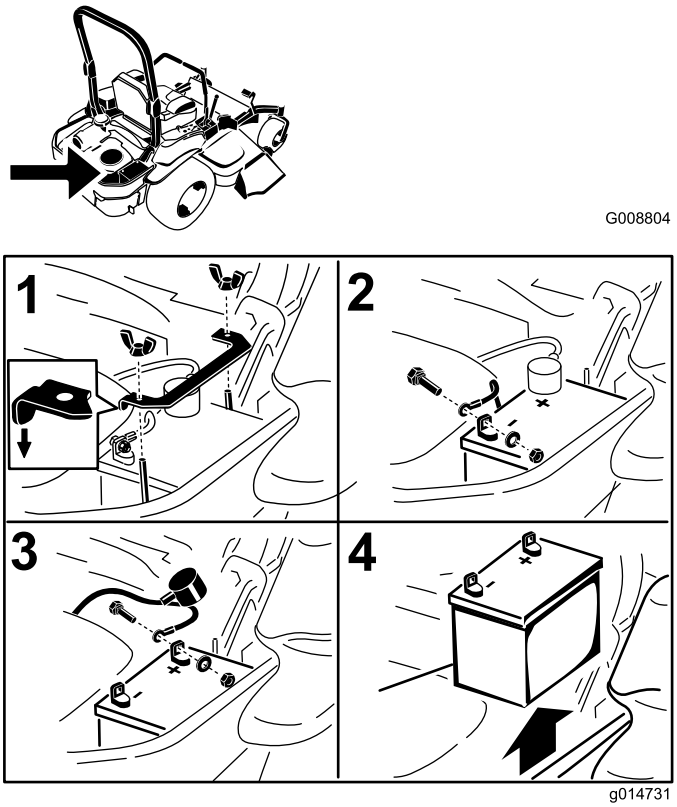

Figuur 53
3. Koppel eerst de minkabel (zwart) los van de minpool (-) op de accu (Figuur 53).
4. Schuif het rode stofkapje van de (rode) pluspool van de accu en verwijder de (rode) pluskabel (+) (Figuur 53).
5. Verwijder de vleugelmoeren waarmee de accuklem is bevestigd (Figuur 53).
6. Verwijder de klem (Figuur 53).
1. Plaats de accu in een bak met de accupolen van de hydraulische tank af (Figuur 53).
4. Bevestig de kabels met 2 bouten, 2 ringen en 2 borgmoeren (Figuur 53).
6. Bevestig de klem en zet deze vast met de vleugelmoer (Figuur 53).